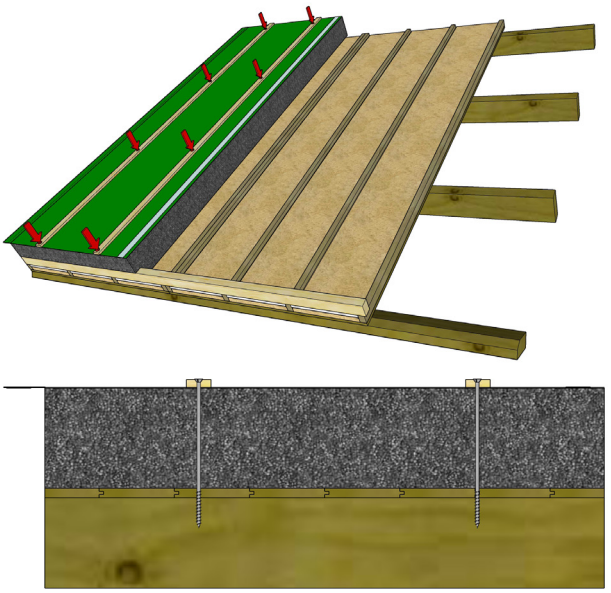

Figuur 9 - Bevestigingspunten
- Bij het bevestigen dienen de dakelementen door elke tengellat met behulp van zelfborende schroeven in de onderliggende muurplaat en gordingen vastgezet te worden (zie figuur 9).